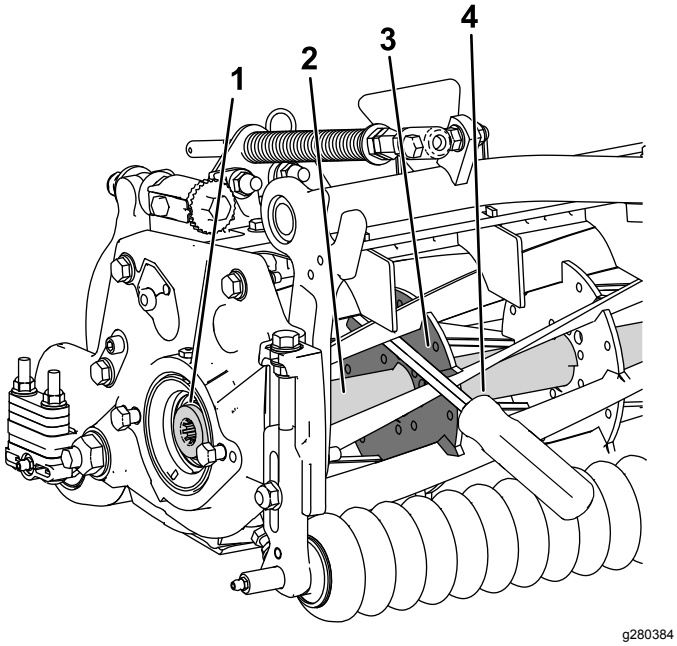

図 31
1. 長い柄のバール9 mm x 30 cm 程度のドライバータイプのもの。握りのついているものがよいを用意する。バールは、トルク作業を行う側に近い側で、リールの前から差し込むようにする図 31。
2. リール補強版の溶接側からバールを入れる図 31と、